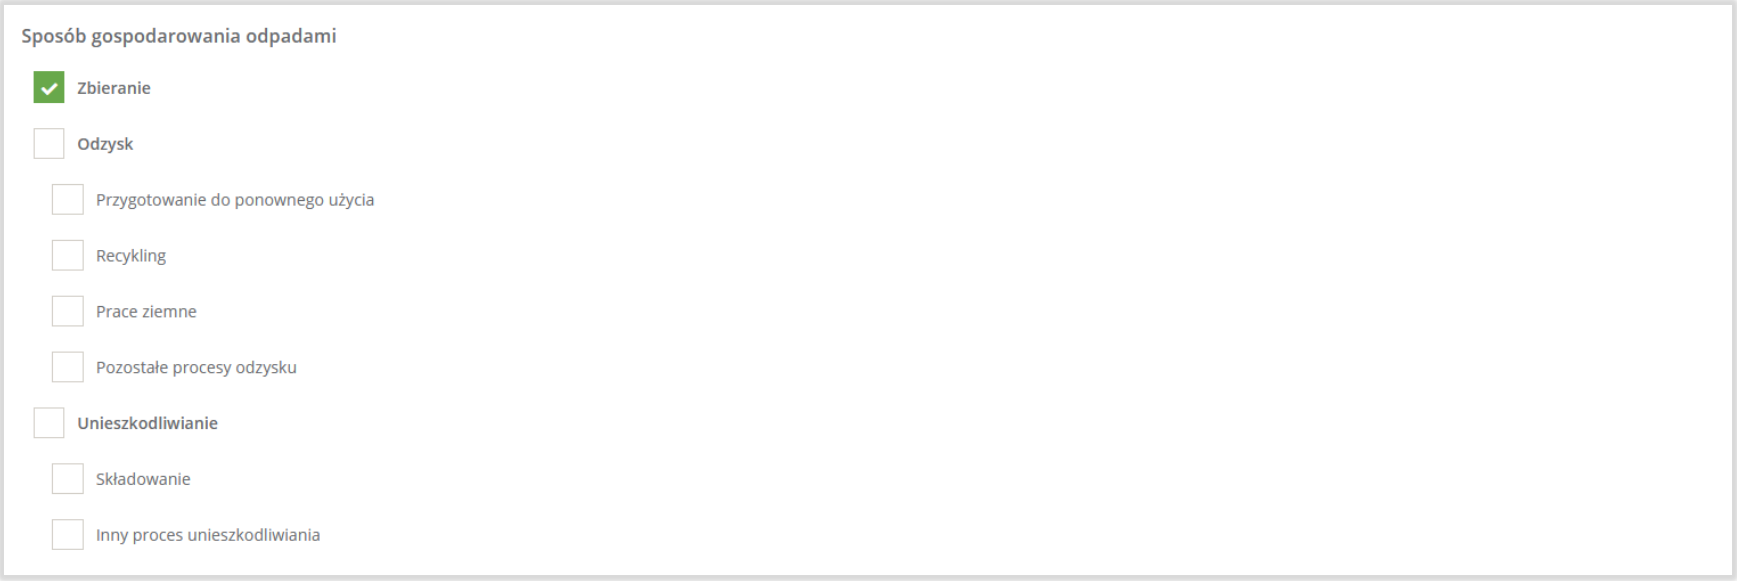

Rysunek 18 Sposób gospodarowania odpadami
- inny proces unieszkodliwiania. **[RYSUNEK 18]**